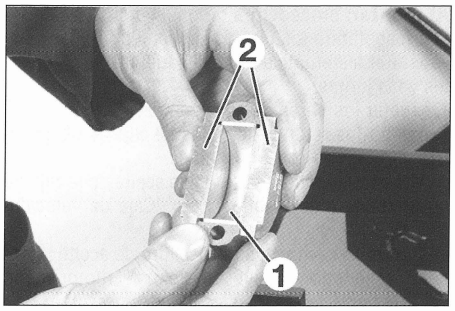

FIG. 62
• Montar en sus tapas, los cojinetes (1) aceitados según la clase determinada para cada cuello. Deben estar perfectamente centrados en la biela y la tapa. (Util (2) (ref Ford: 303-736) **(fig. 62)).**